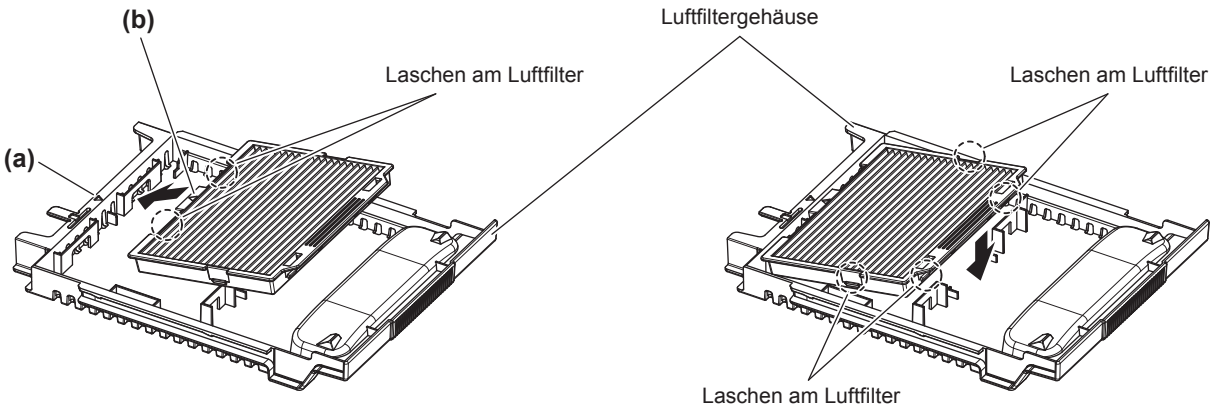

Abb. 1 **Abb. 2**
i) Bringen Sie den Luftfilter an, indem Sie die Markierung (△) an (a) und (b) ausrichten und die Laschen am Luftfilter am Luftfiltergehäuse einführen. (**Abb. 1**)